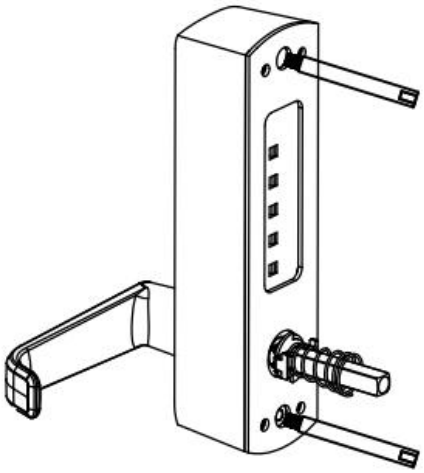

FIG9B
3) Insérez une extrémité de la tige carrée munie d'un ressort de verrouillage dans l'orifice carré du verrou du panneau avant (comme illustré sur la figure 9B), et l'autre extrémité dans l'orifice carré du verrou du panneau arrière. Installez le tout à l'aide du joint en caoutchouc et des vis de fixation fournis.